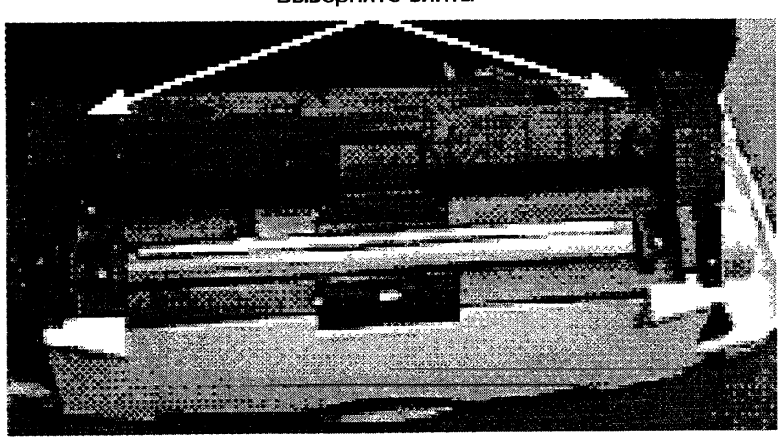

Рис. 4-39 **Снятие узла сканера.**
4. Выверните два винта, которыми крепится корпус сканера к шасси. Эти винты доступны через отверстия в верхней части сканера. См. рис. 4-39.